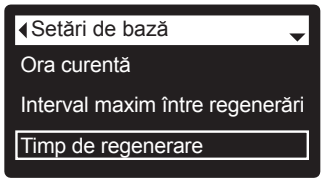

FIG. 52
3. Apăsaţi SELECT (⬭), pentru a afișa meniul setării de bază (fig. 52).
7. Apăsaţi SELECT (⬭). Afişajul va reveni la meniul setări de bază (fig. 52).